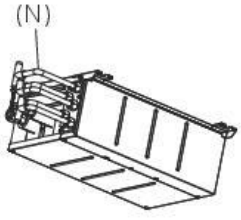

Fig. 8-7
► **Pour diviser les câblages de chaque bornier en 2 dérivations à l'extérieur du Boîtier de dérivation, utilisez des conduits de câblage à 2 dérivations (N). (Fig. 8-7)**